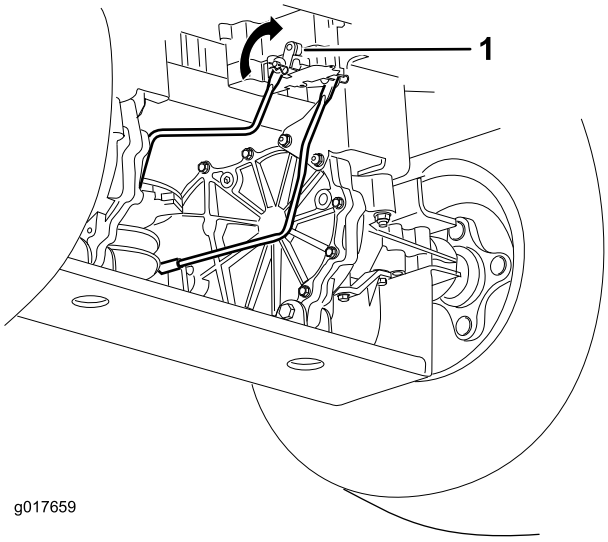

Figure 45
1. Locate the shaft on the electric brake where the brake-link arms are connected (Figure 45).